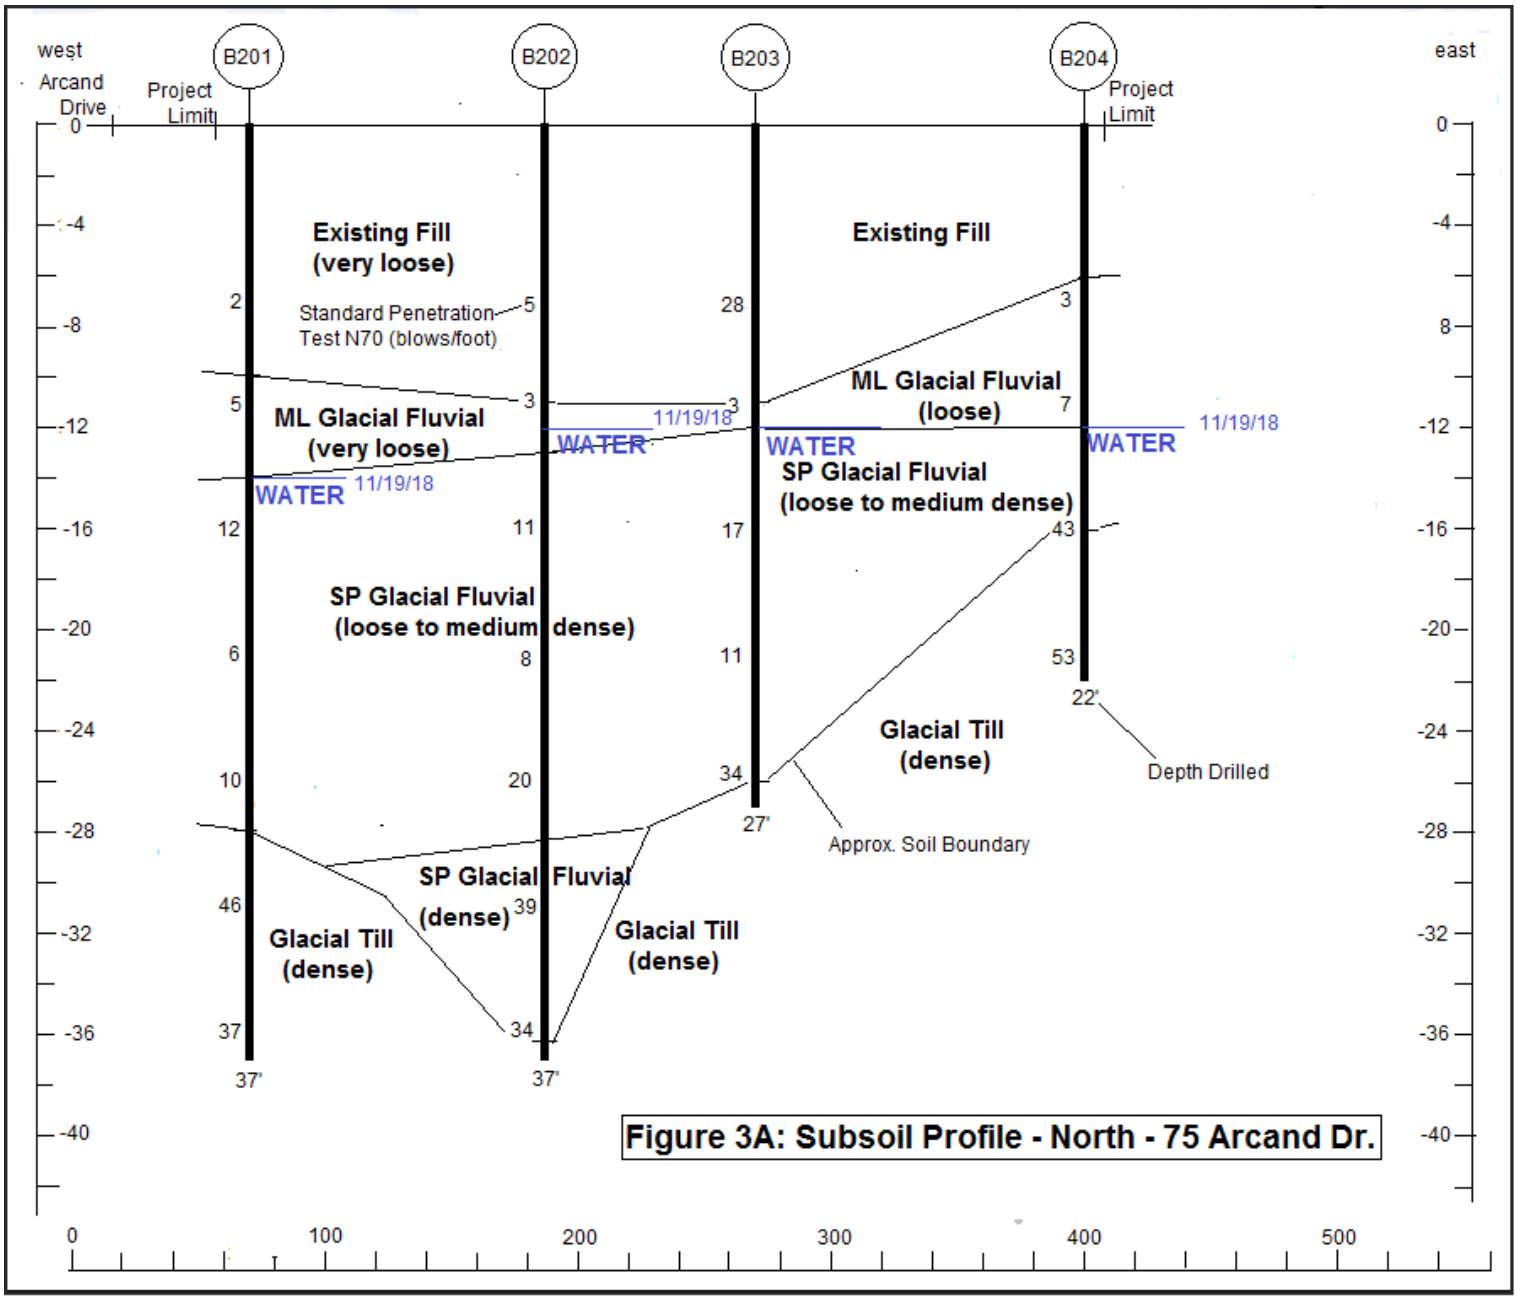
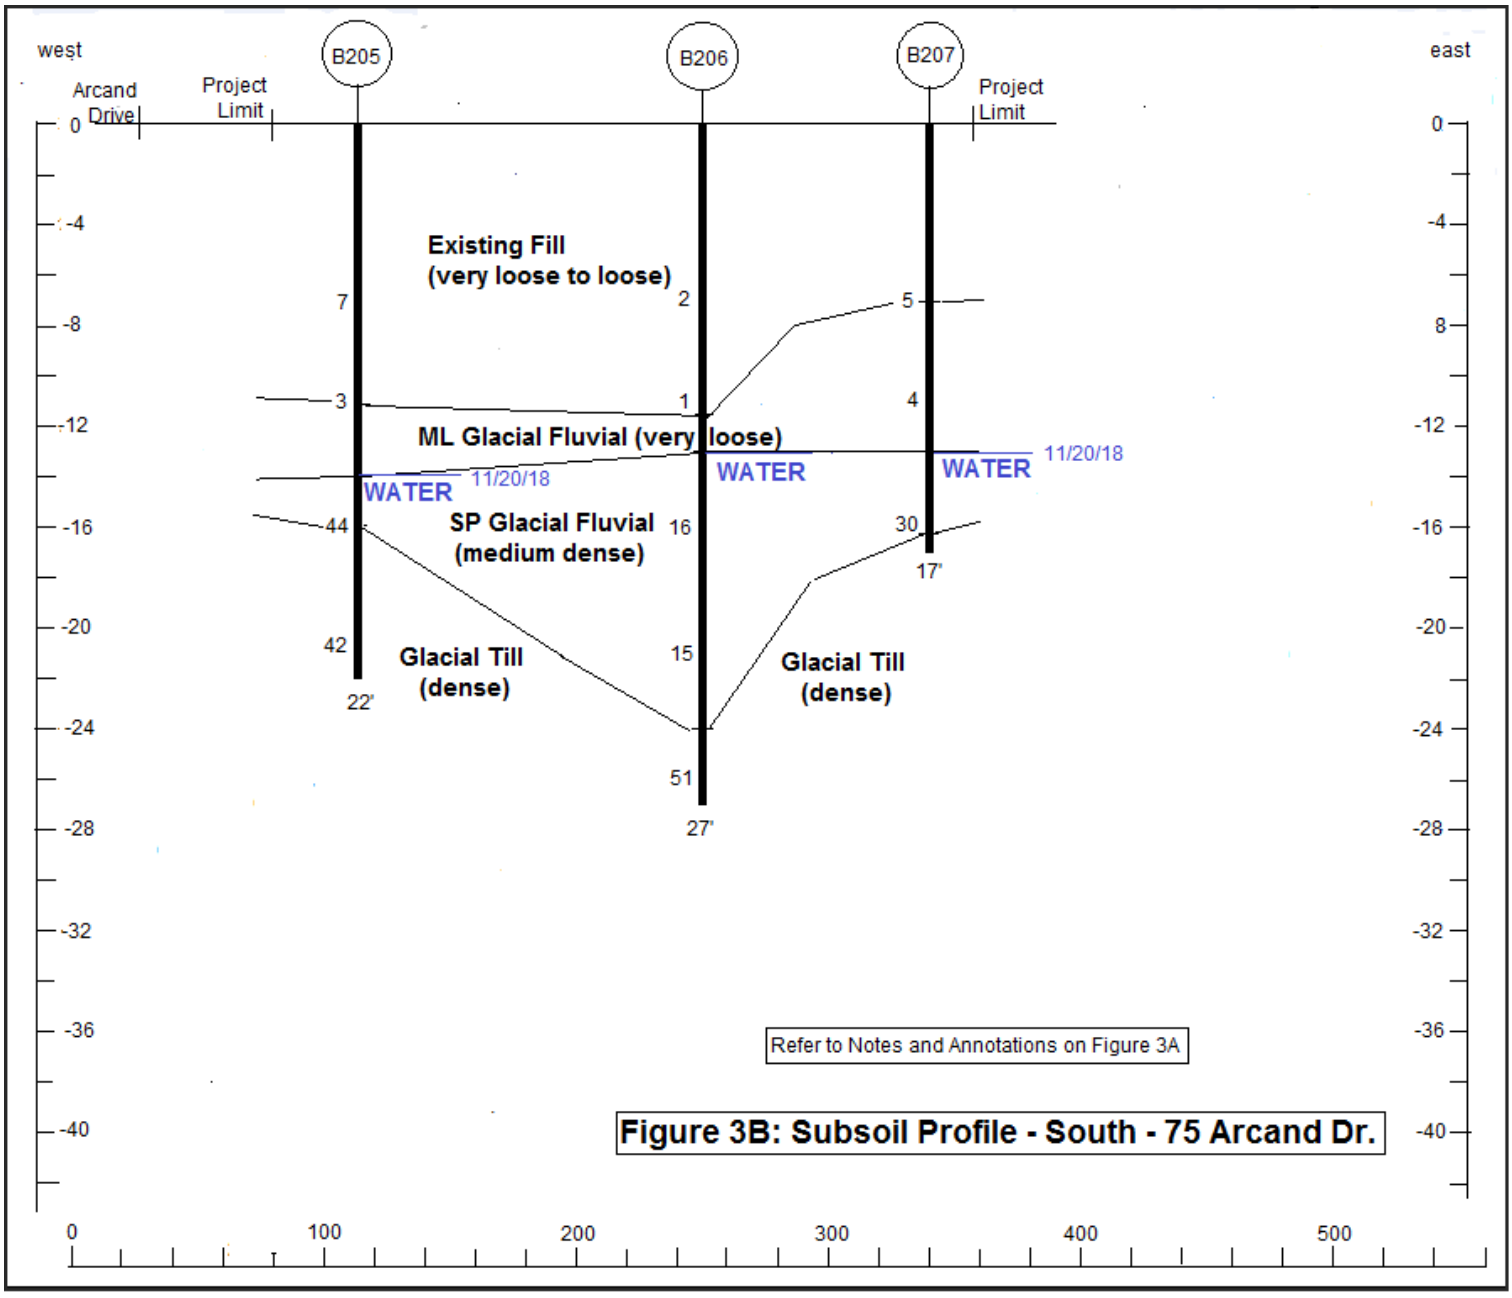

Figure 3A: Subsoil Profile - North - 75 Arcand Dr.
Figure 3B: Subsoil Profile - South - 75 Arcand Dr.
- Standard penetration tests (SPT) N are summarized for the relevant borings with depth on the boring logs in *Appendix A* and in *Figure 3A* and *Figure 3B.*
- The borings gained soil strength below this level within dense SP glacial fluvial (*Figure 3A*) and glacial till (*Figure 3A* and *Figure 3B*)
- See the N pattern variation with depth with respect to soil type in *Figure 3A* and *Figure 3B* as well as in the blow count graphs on the boring logs in *Appendix A.*
- Refer to the soil profiles sketched in *Figure 3A* and *Figure 3B* to gain an overview of site subsurface conditions at 75 Arcand Drive (*Figure 1*) based upon the test borings.
- Depth to top of glacial till at 75 Arcand Drive is portrayed in *Figure 3A* and *Figure 3B*.
- A wet (saturated) soil zone (SP glacial fluvial; *Photo 4*) was found in all seven of the borings drilled at 75 Arcand Drive. (*Figure 3A, Figure 3B; Appendix A*).
- Groundwater data is given in *Table II* below and shown on *Figure 3A* and *Figure 3B*:
- Weak upper level subsoils: loose existing fill and ML glacial fluvial soil to 12 ft. to 14 ft. depth (*Figure 3A, Figure 3B)*
- Variable strength SP glacial fluvial soil from 12 ft. to 26 ft. depth (*Figure 3A, Figure 3B)*
- Piers would typically be designed to take-up (about 1 foot penetration) within the high medium dense to dense glacial fluvial or glacial till bearing soil zones shown in *Figure 3A* and *Figure 3B*. Approximate aggregate pier lengths at the drilled boring locations (*Figure 1*) are: